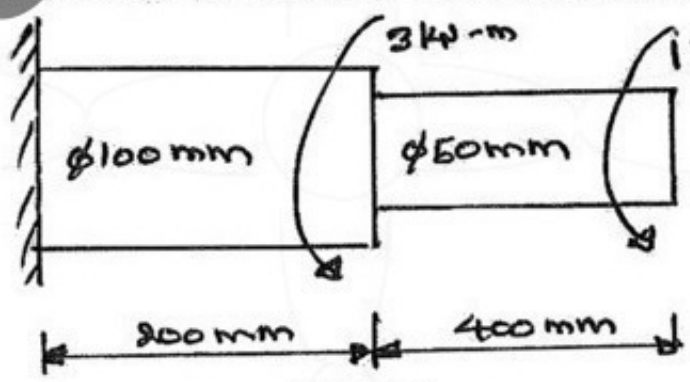

Fig.Q6(b) (10 Marks)
b. A solid stepped bar of circular cross section shown in Fig.Q6(b) is subjected to a torque of 1kN-m at its free end and torque of 3 kN-m at its change in cross section. Determine the angle of twist and shear stresses in the bar. Take E = 2 × 10⁵ N/mm² and G = 7 × 10⁴ N/mm².